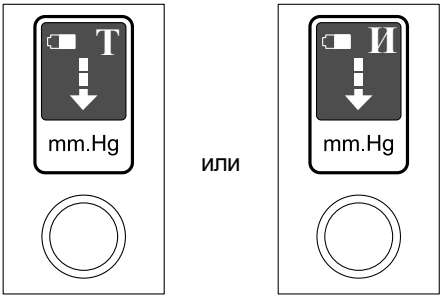

Рисунок 12
2. Включите тонометр кратковременным нажатием на кнопку включения. При включении тонометр формирует звуковой сигнал и визуальный сигнал готовности к измерению в виде смещающейся стрелки на дисплее (рис. 12). Убедитесь в готовности к работе тонометра по движениям стрелки на дисплее.